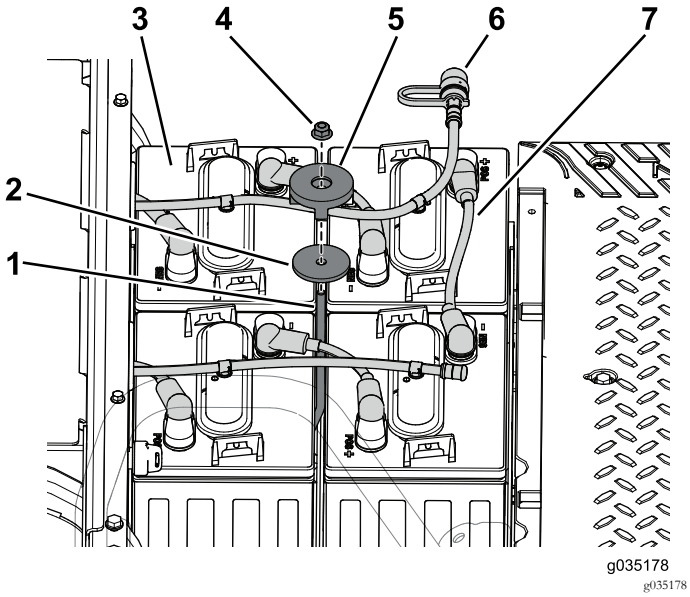

Рисунок 97
1. Установите 4 аккумуляторные батареи в передний поддон для аккумуляторных батарей (Рисунок 97).
2. С помощью прижимного стержня, шайбы, прижима и контргайки прикрепите аккумуляторные батареи к поддону (Рисунок 97).
3. Подсоедините кабели аккумуляторных батарей к положительным (+) клеммам аккумуляторных батарей (Рисунок 97).
6. Установите шланг для доливки воды на аккумуляторные батареи (Рисунок 97).